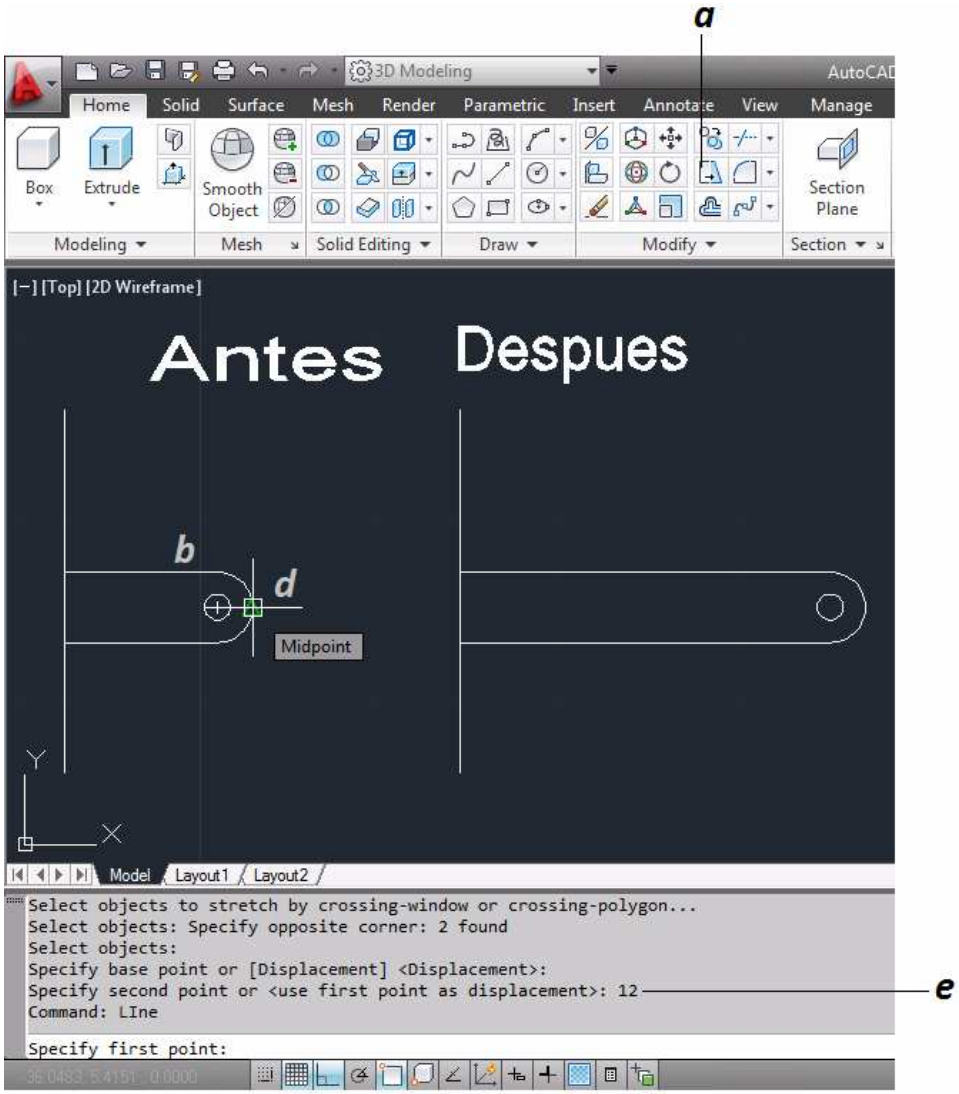

Figura 3.39 Modificacion de Entidades "Estirar"
a. Se introduce el comando EI [S] y se da enter *(figura 3.39)*.
b. Se seleccionan las entidades que se van a estirar *(figura 3.39).*
d. Se selecciona el punto del cual se va a estirar la pieza *(figura 3.39)*
e. Se ingresa la distancia que se alargara a partir del punto indicado la cual en este caso es 12, o en su defecto con un clic se define la longitud *(figura 3.39).*